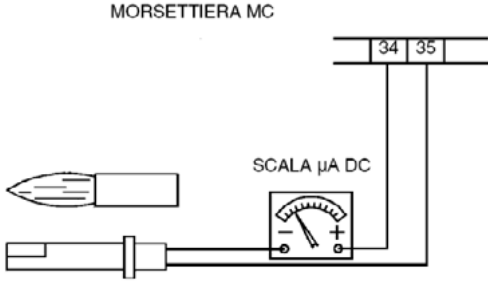

Fig. 12
- Examen y limpieza cuidadosa de la fotoresistencia de control de llama, si fuera necesario sustituirla. En caso de duda verificar la señal de encendimiento de la célula, después de haber puesto en funcionamiento el quemador, siguiendo el esquema en Fig. 12;
Para medir la señal de detección seguir el esquema de la Fig. 12. Si la señal no entra en el umbral de los valores indicados, verificar los contactos eléctricos, la limpieza de la cabeza de combustión, la posición de la fotoresistencia y eventualmente sostituirla.